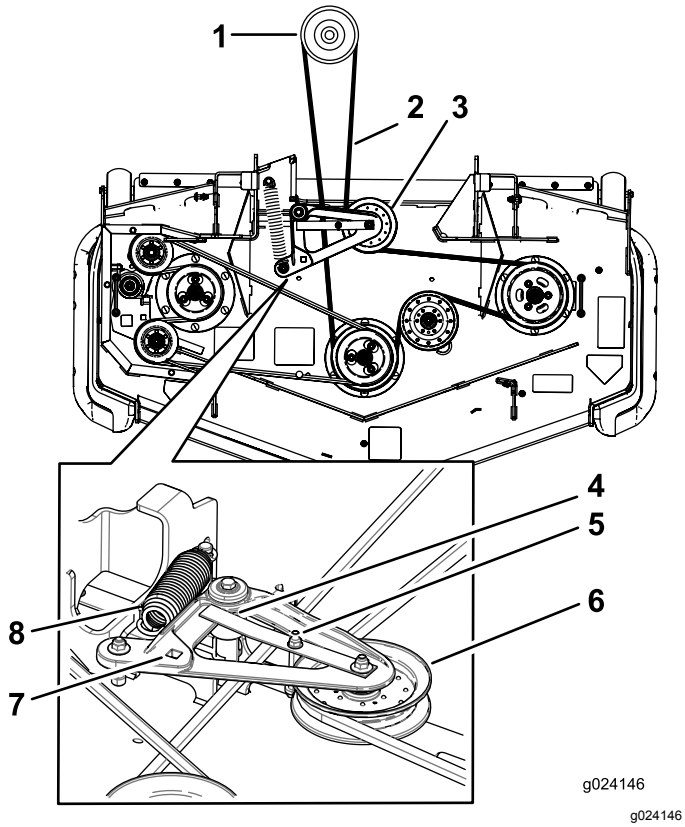

Figuur 91
6. Zet een ratelsleutel in de vierkante opening in de arm van de spanpoelie om de druk op de veer te verminderen (Figuur 91).
8. Bevestig de nieuwe riem rond de poelies van het maaidek en de koppelingspoelie onder de motor (Figuur 91).
9. Draai het lipje van de riemgeleider en zorg ervoor dat het tegen de naaf van het draaipunt komt (Figuur 91).
10. Zet de ratelsleutel in de vierkante opening en leg de riem rond de veerbelaste spanpoelie (Figuur 91). Steek de uiteinden van de veer in de ankergroeven.